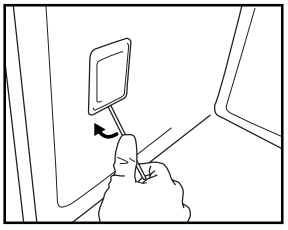

Рис. 7
3. За допомогою викрутки підважте плафон (Рис. 7).